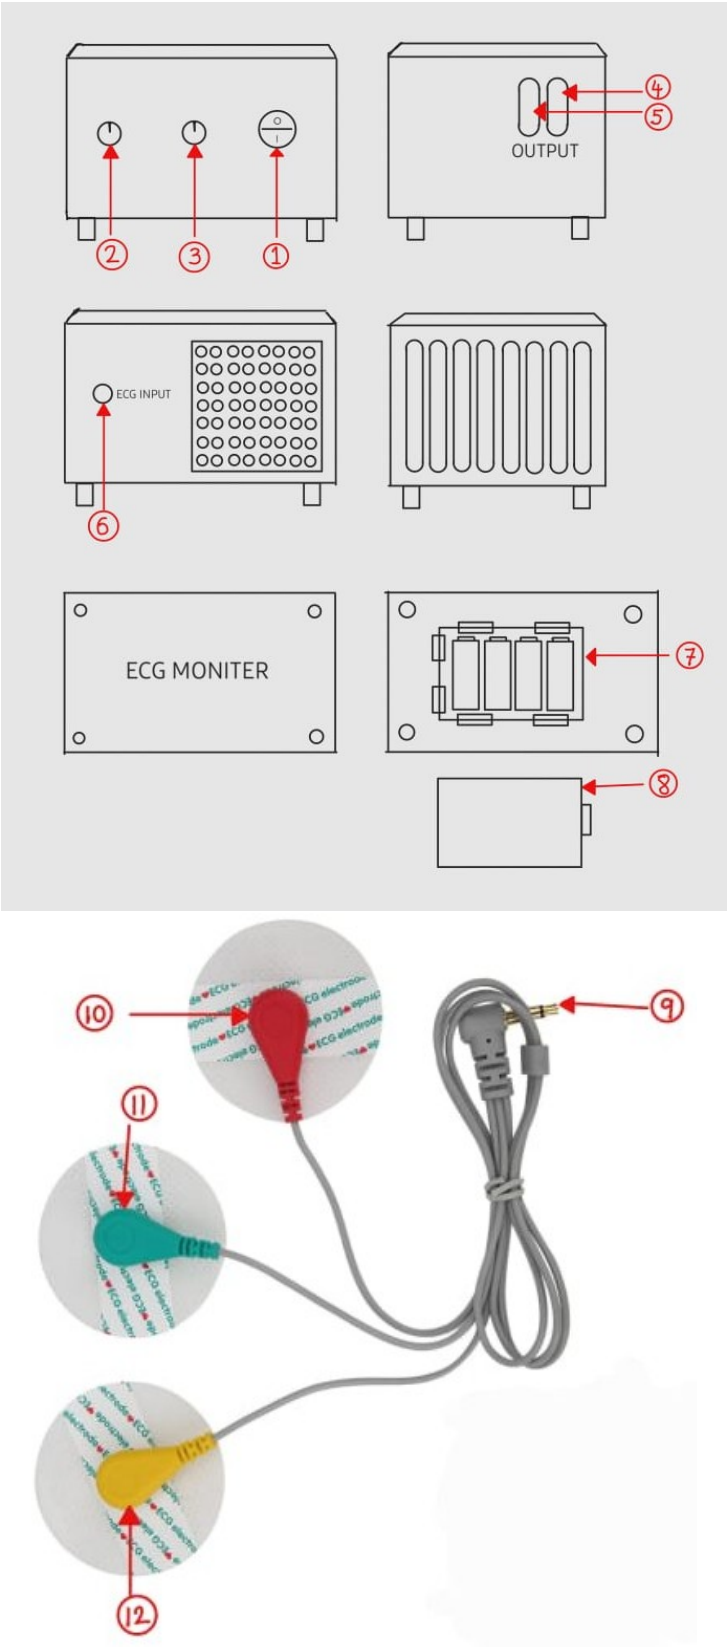
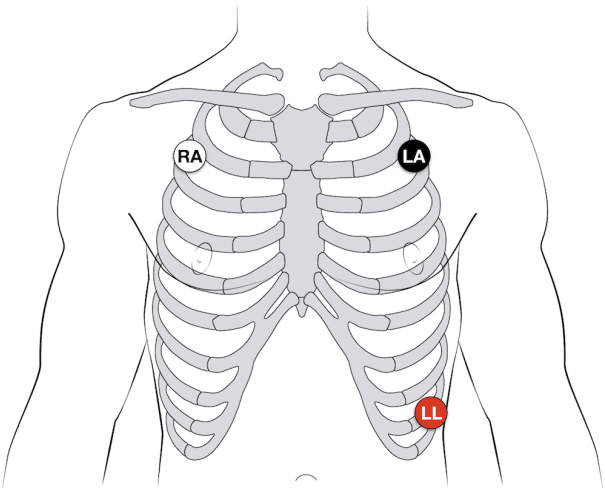

Figure 1: PulseView Device.
Figure 2: Electrode Placement on the chest
Connect the auxiliary port of the ECG lead to the ECG input [(6) in Figure 1]. Then attach the three electrodes to the patient's chest according to Figure 2.
The instrumentation amplifier gain adjustment knob [(2) in Figure 1] can be used to control the signal amplitude, while the notch filter adjustment knob [(3) in Figure 1] is used to reduce power-line interference and improve overall signal clarity.